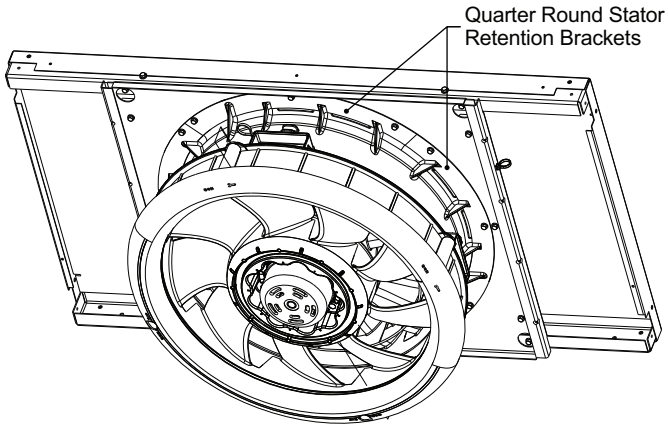

Fig. 34 — Quarter Round Stator Retention Brackets
3. Remove three screws from each of the quarter round stator retention brackets. See Fig. 34.